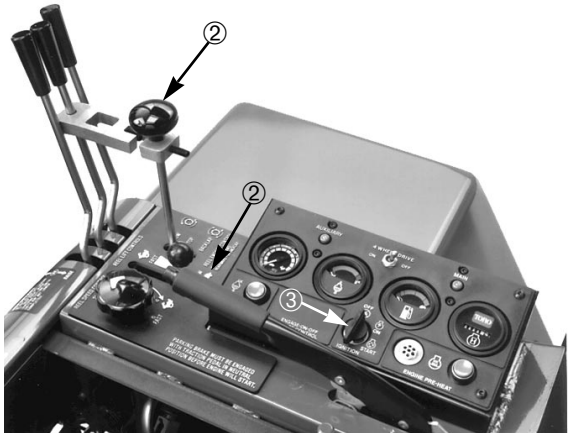

Afbeelding 14
2. Ga op de stoel zitten en schakel de parkeerrem in (Afb. 14). Draai de sleutel om en probeer de motor te starten terwijl de hendel voor het maaien/wetten (Afb. 14) zowel in de MAAI-positie als in de WET-positie staat. Indien de motor aanslaat is er een defect dat onmiddellijk gerepareerd moet worden. Als de motor niet aanslaat werkt de onderbrekingsschakelaar correct.
3. Ga op de stoel zitten en schakel de parkeerrem uit (Afb. 14). Draai de sleutel om en probeer de motor te starten terwijl de hendel voor het maaien/wetten op STOP staat (Afb. 14). Indien de motor aanslaat is er een defect dat onmiddellijk gerepareerd
4. Schakel de parkeerrem in (Afb. 14), start de motor en laat de maai-eenheden zakken. Zet de hendel voor het maaien/wetten (Afb. 14) op MOW (MAAIEN). Verlaat de stoel; de motor moet nu binnen een paar seconden stoppen, waardoor u weet dat het veiligheidsblokkeringssysteem werkt. Verlaat ook de stoel terwijl de hendel op BACKLAP (WETTEN) staat. De motor moet stoppen, waardoor u weet dat het veiligheidsblokkeringssysteem werkt. Indien de motor niet stopt is er een defect dat onmiddellijk gerepareerd moet worden.